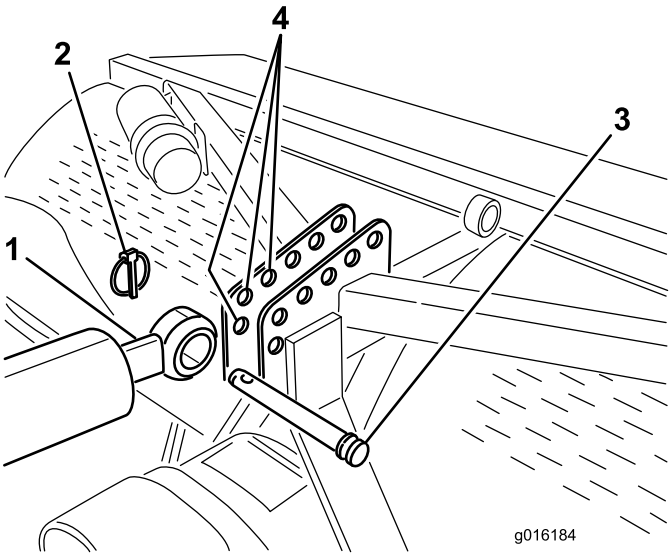
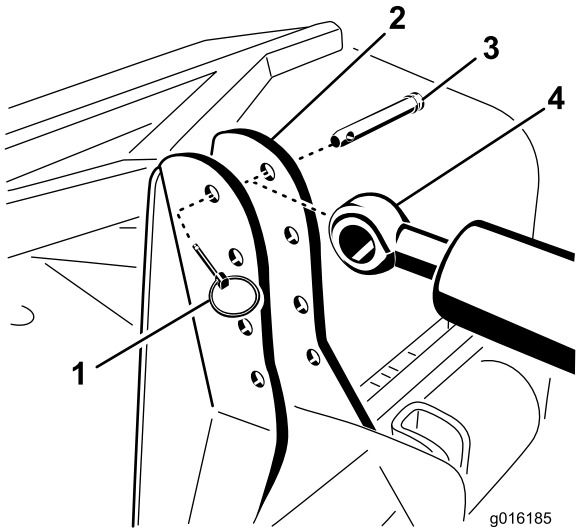
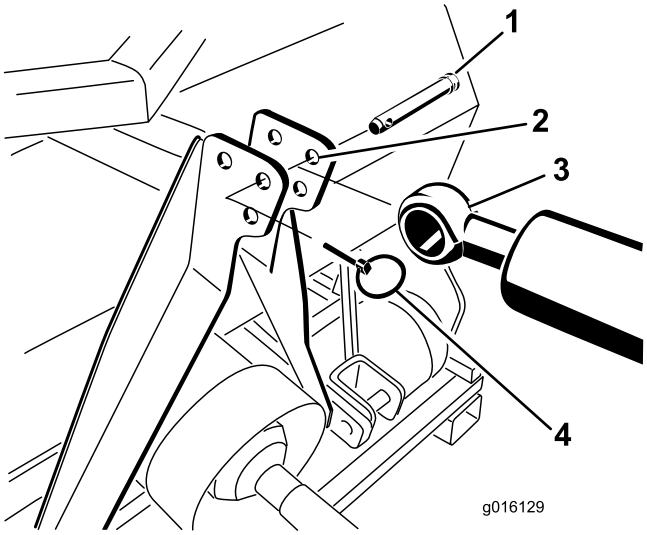

Rysunek 6
Rysunek 7
Rysunek 8
7. Zamocuj siłownik stroną z tłoczyskiem do najbardziej do przodu wysuniętego otworu we wsporniku aeratora za pomocą sworznia z zawleczką (Rysunek 6, Rysunek 7 lub Rysunek 8).